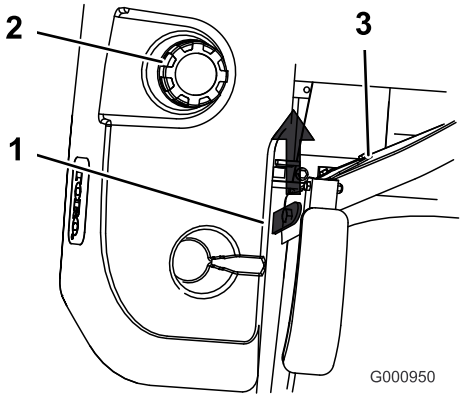

**Figuur 30**
3. Zet de stoel omhoog. Hierdoor kunt u bij het deel van de machine onder de stoel komen (Figuur 30).